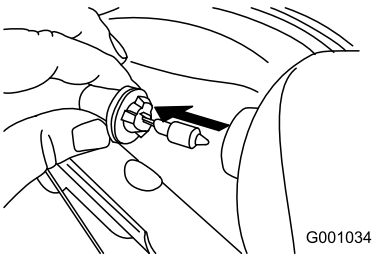

Figur 56
3. Fjern pæren ved å ta den rett ut fra baksiden av frontlykten (Figur 56).